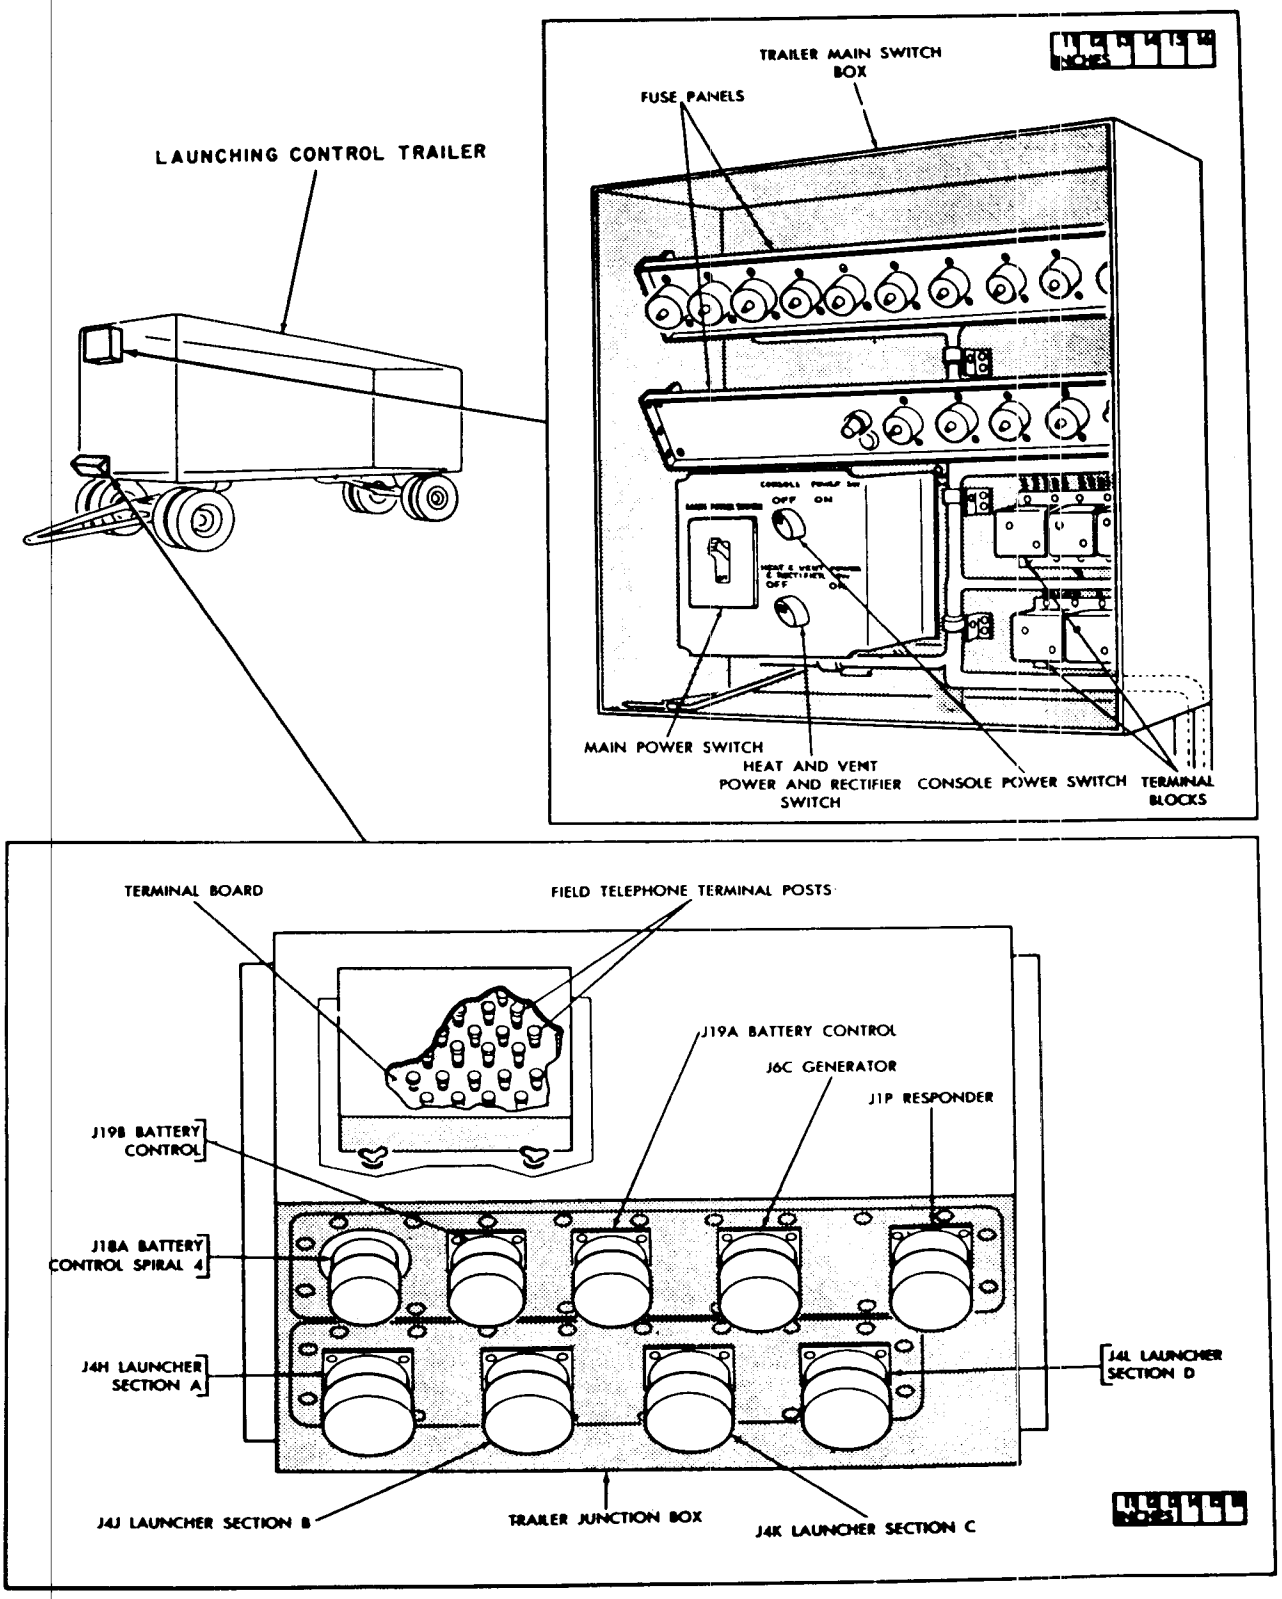

*Figure 48. Main switch box and junction box, launching control trailer.*
*g. Main Switch Box.* Figure 48 shows the main switch box and junction box in the launching control trailer. Table XXXIV shows the controls located in this switch box and the purpose of each.